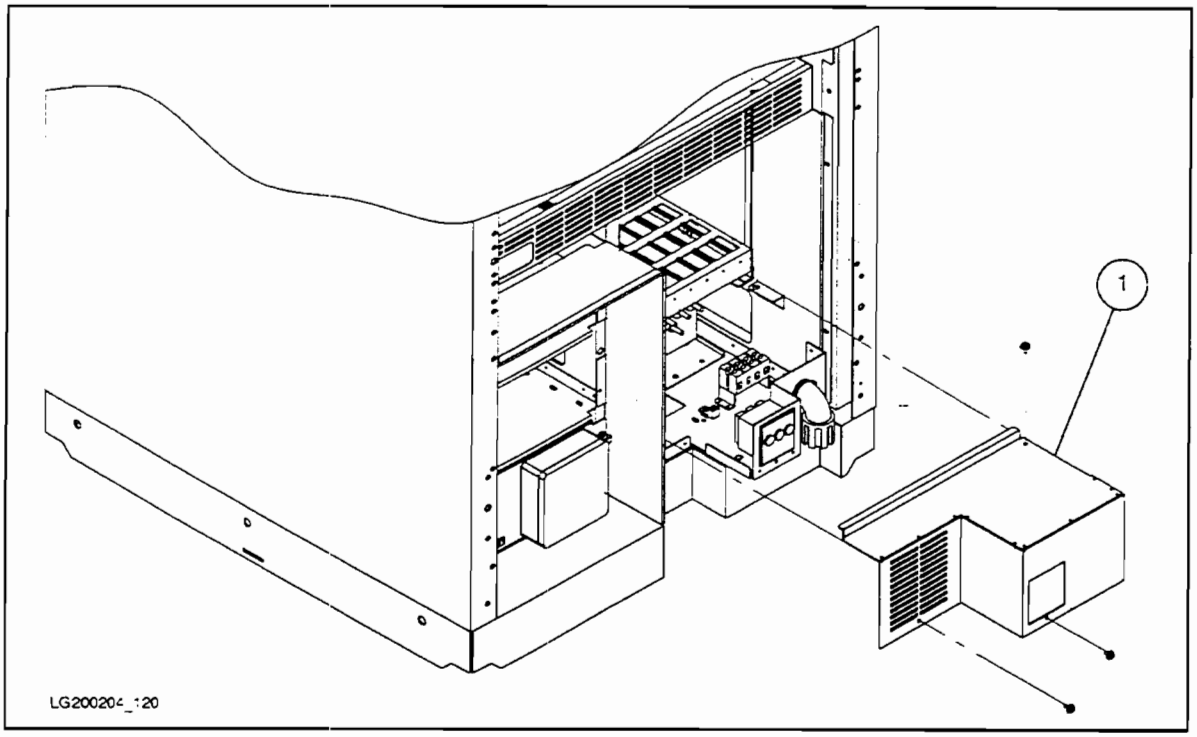

Figure 9-4. Sheetmetal Enclosure (Cabinet Rear)
3. Remove the sheetmetal enclosure (item 1 in Figure 9-4), by lifting it upward and out.